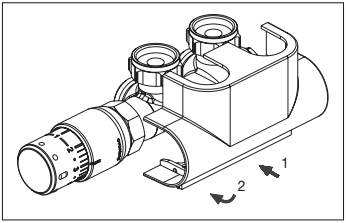

Fig. 9 Montage du cache design, modèle équerre
1. Faire glisser le cache sur le raccord (voir fig. 9).